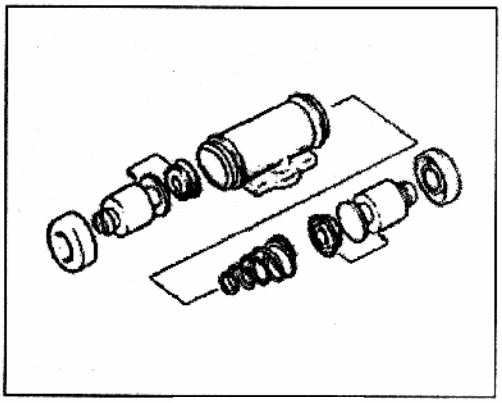

Рис. 681
1) Соберите седло тормозного цилиндра. Затем снимите защитный колпачок с трубки и подсоедините тормозную трубку к цилиндру, не допускайте разлива тормозной жидкости (Рис. 681, 682).